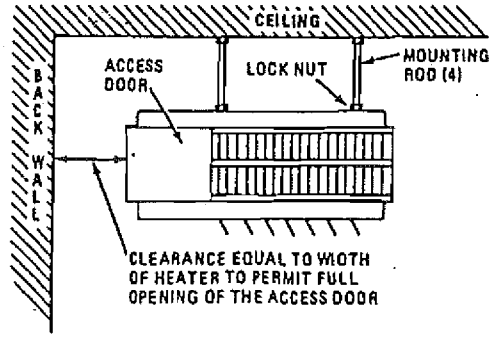

Figure 4. Vertical Discharge Mounting
2. Install four threaded mounting rods in the threaded holes and secure in place using lock nuts as shown in Figure 4. (Refer to Table 3 for mounting rod thread size).